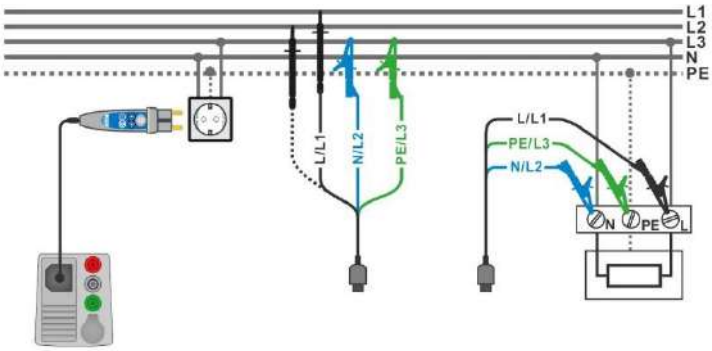

Figure 7.56: Phase-neutral or phase-phase line impedance measurement – connection of Plug commander and 3-wire test lead
- Connect 3-wire test lead or Plug commander to the object under test, see ***Figure 7.56***.